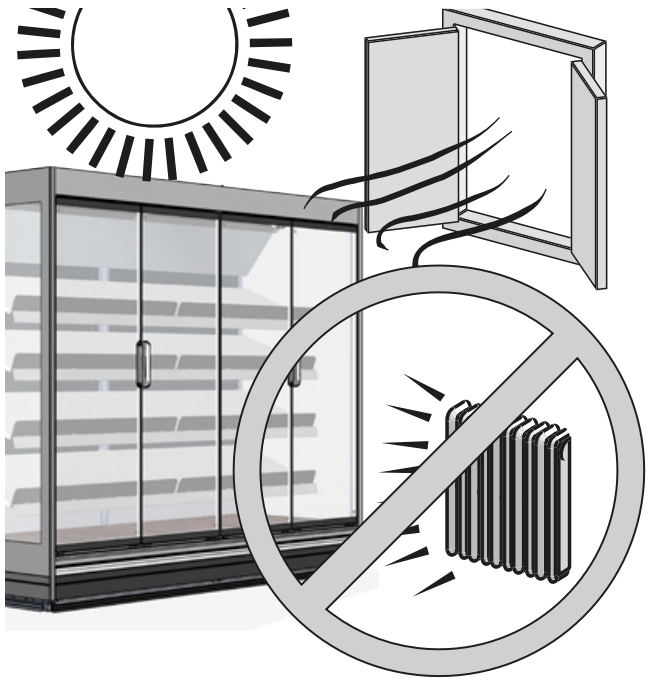

Fig. 8
- Loin de toute source de chaleur, rayons directs du soleil, portes, fenêtres, ventilateurs et bouches d'aération ("Fig. 8").